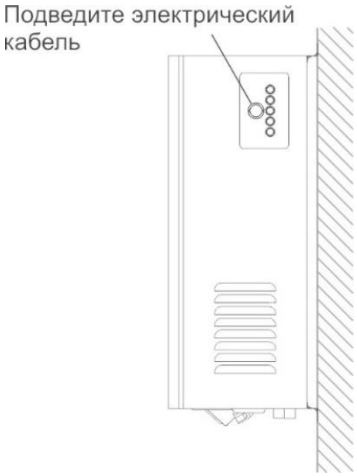

Рис.8. Расположение панели вывода электрического кабеля
B) Подведите сетевой кабель (Рис. 8)